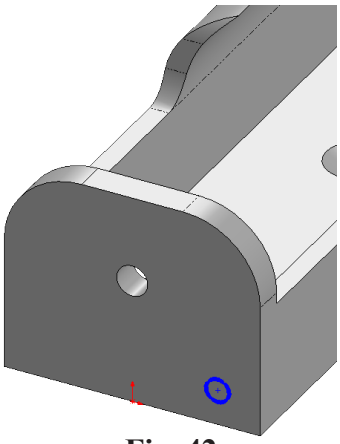

Fig. 42
Step 3. Sketch a circle, **Fig. 42**.